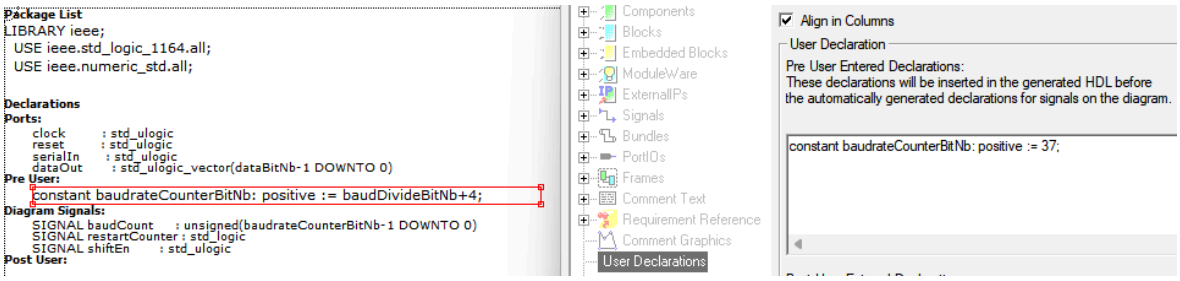

Fig. 7 - Modifier le nombre de bits du compteur système
- Saisissez le nombre de bits requis dans le système. Pour cela, dans le **`COM/serialPortReceiver`**, double-cliquez sur la définition de la constante **`baudCounterBitNb`** en haut à gauche du schéma et modifiez-la dans la nouvelle fenêtre ouverte sous **`User Declarations`** comme montré sous Fig. 7 puis cliquez sur **`Apply`** :